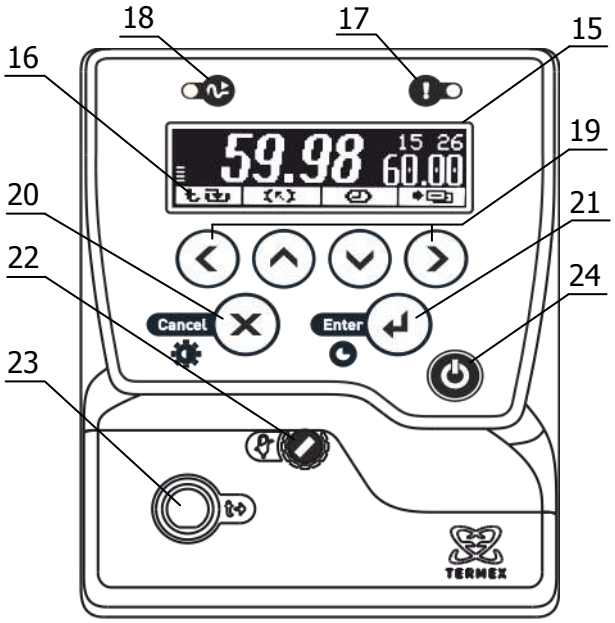

Рисунок 2 – Лицевая панель
Система безопасности блоков регулирования отключает двигатель насоса и нагреватель при срабатывании хотя бы одной из защит или неисправности датчика температуры (1.2.13). При срабатывании системы безопасности раздается звуковой сигнал, загорается индикатор 17 (рисунок 2) и на дисплей 15 выводится информация о причине неисправности.
2.3.1 После подключения сетевого кабеля к электрической сети блок регулирования переходит в режим ожидания. Подключение сопровождается кратковременной подсветкой дисплея 15 (рисунок 2).
2.3.6 Для регулировки яркости подсветки или контраста дисплея нажать кнопку 20 (✕), выбрать изменяемый параметр кнопками (▲) и (▼) и установить его значение кнопками (◀) и (▶). Зафиксировать изменение нажатием кнопки 21 (↵) (рисунок 2).
2.5.6 Для выбора уставки в качестве текущей кнопками (▲) и (▼) подвести к ней указатель. Значение отмеченной указателем уставки дублируется крупными цифрами в правой части дисплея. Для подтверждения выбора отмеченной уставки нажать кнопку 21 (↵). Для отмены выбора нажать кнопку 20 (✕) (рисунок 2).
2.5.7 Для изменения численного значения отмеченной указателем уставки нажать кнопку (▶). На рамке, обрамляющей значение уставки в правой части дисплея, появятся "засечки", указывающие на изменяемую позицию в численном значении. Цифра в отмеченной позиции мигает. Нажатиями кнопок (▲) и (▼) установить требуемую цифру в отмеченной позиции. Если удерживать кнопку нажатой, значение уставки будет изменяться непрерывно. Нажатиями кнопок (◀) и (▶) переместить отметку изменяемой позиции. Дискретность изменения значения уставки зависит от положения изменяемой позиции: если отмечена позиция десятков, то при единичном нажатии кнопки (▲) или (▼) значение уставки изменится на 10 °С. Если отмечена позиция десятых долей, то значение уставки изменится на 0.1 °С соответственно. Закончить ввод нового значения уставки нажатием кнопки 21 (↵). Для возврата к значению уставки до ее изменения нажать кнопку 20 (✕) (рисунок 2).
2.6.3 При срабатывании защиты раздается звуковой сигнал и загорается красный индикатор срабатывания системы безопасности 17 (рисунок 2). Работа насоса и нагревателя будет блокирована. На дисплее отобразится текущее состояние системы защит.
2.6.5 После устранения причины срабатывания защиты или ее отключения кнопкой (▶) индикатор 17 (рисунок 2) погаснет. Перевести блок регулирования в рабочий режим нажатием кнопки 21 (↵).